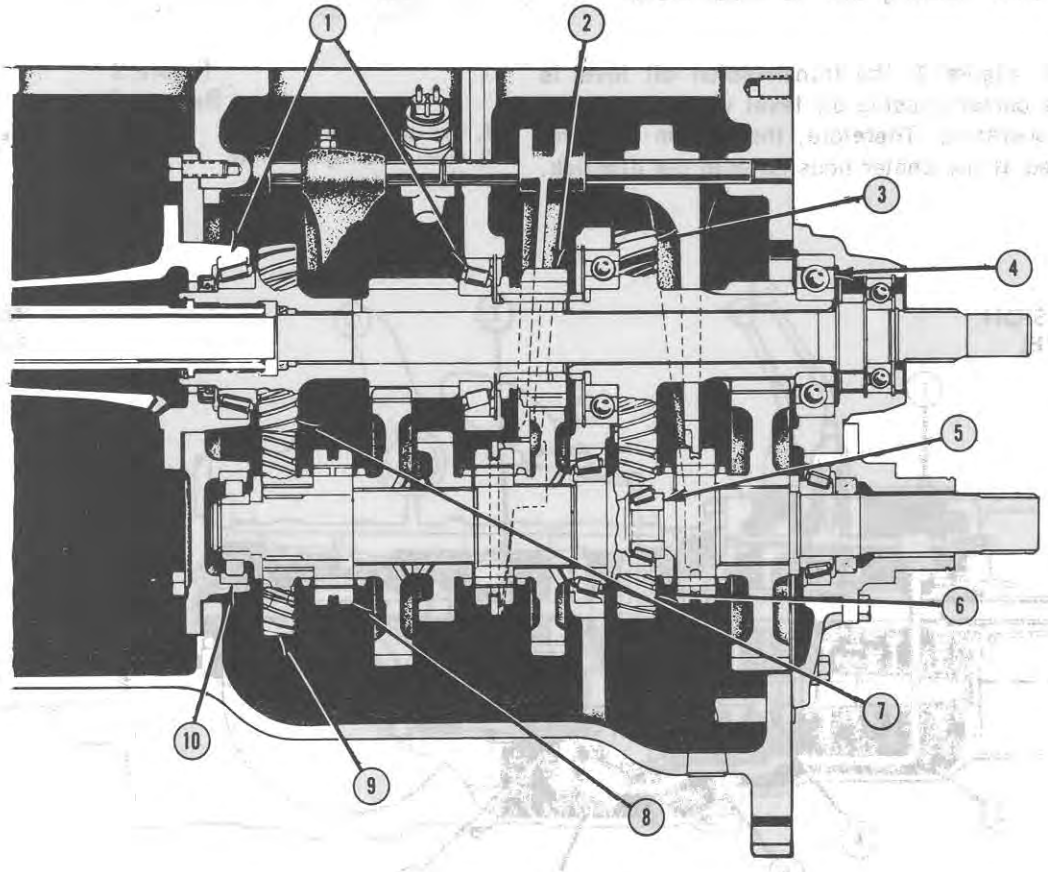

Figure 1
- Helical gears, Figure 1, as opposed to the spur-type gears on the Ford 5000 Transmission are provided on the secondary countershaft assembly, 3rd-7th gear assembly, mainshaft assembly, and main countershaft assembly.